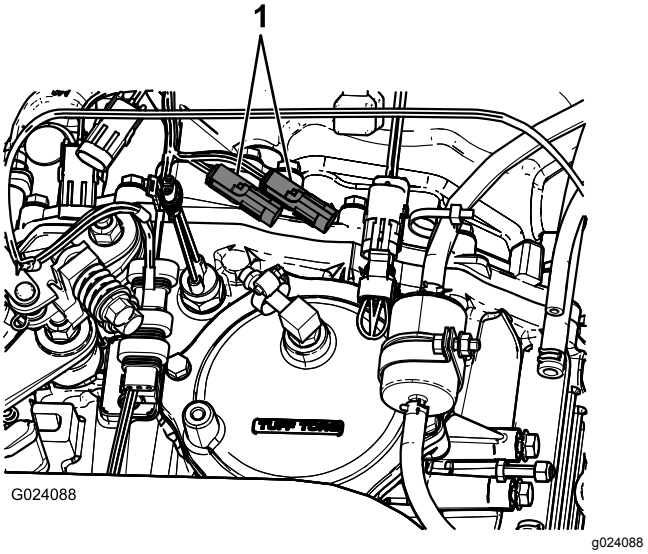

Figur 16
2. Ved maskinens transaksel kobler du kontakten med tre pinner i maskinens ledningssats for hastighetssensor til kontakten med tre sokler for sprederens ledningssats for hastighetssensor (Figur 16).